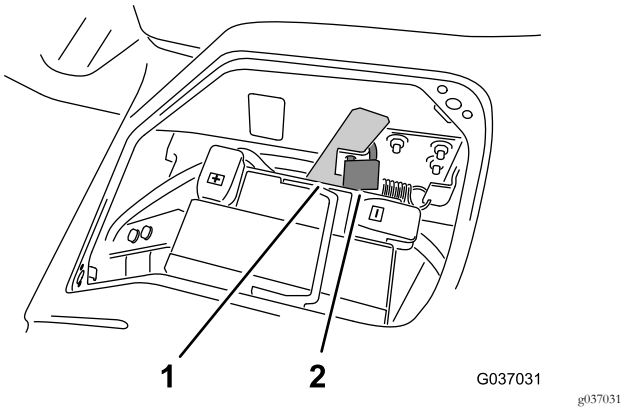

Figura 2
2. Si está instalado, retire el candado que cierra el asa de cierre de la plataforma (Figura 2).